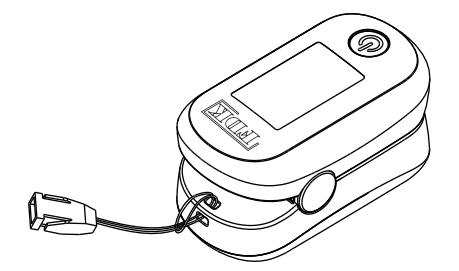

Figure 3 Lanyard Installation
B. Pass the thicker end of the lanyard through the thinner end and tighten the lanyard (Figure3).